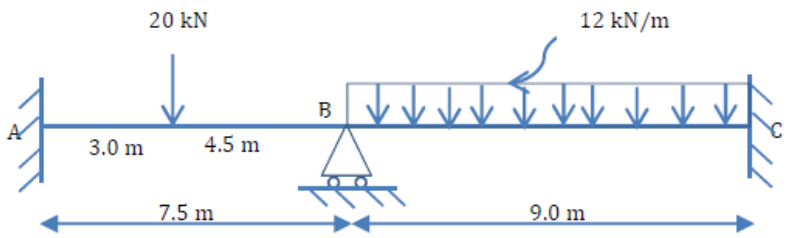

Fig. 1
Q.3 Determine the reactions and draw the shear force diagram (SFD) and bending moment diagram (BMD)for the continuous beam as shown in the **Figure.1**: **14**
Q.3 Analyse the Beam as shown in **Figure.1** using Stiffness Method and draw the SFD and BMD. **14**